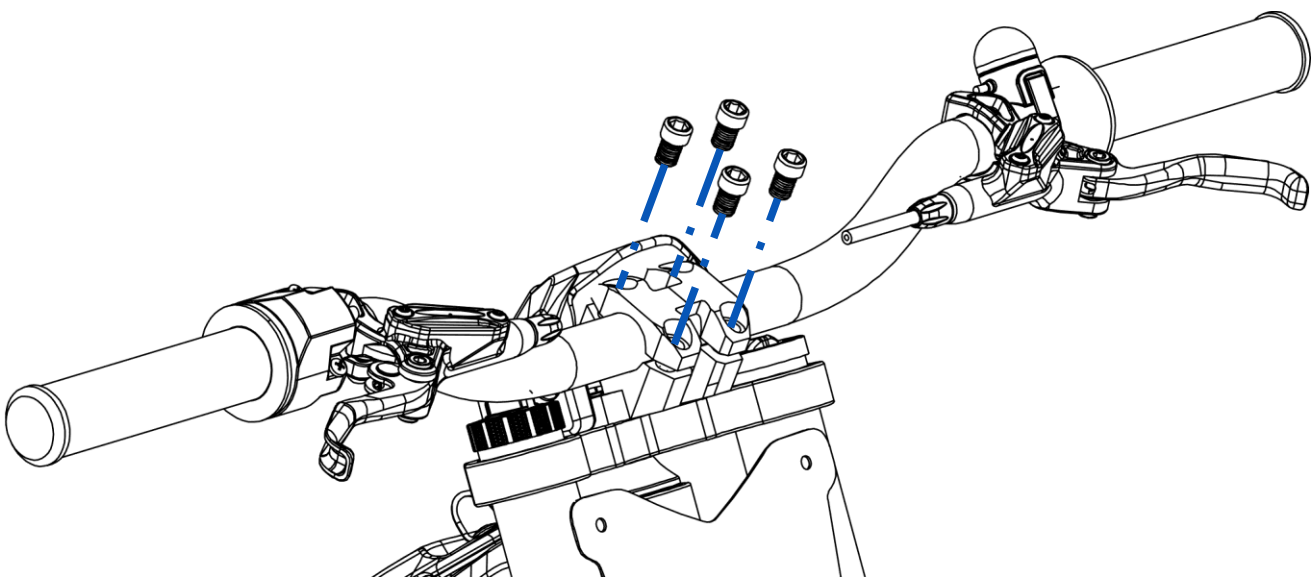
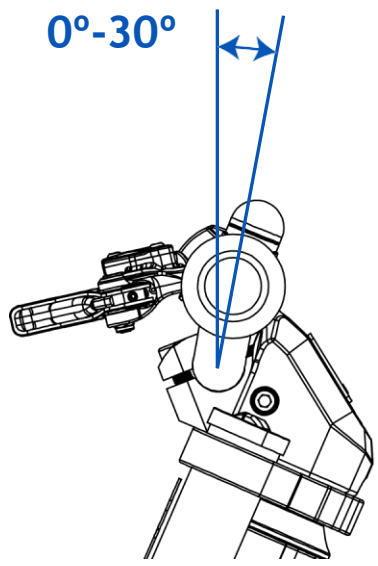

Fig. 7
Fig. 10
9. Next, the handlebar must be adjusted to the specific angle between 0º and 30º (Fig. 10), with which the rider feels comfortable. Always in contact with the upper plate. And secure it with the same four M6 Allen screws (Fig. 7) above, with a torque of 1 Kgf.m.